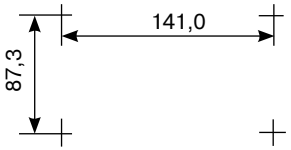

Рис. 3.5
- рис. 3.5 для БЦ-А исп. 3 и БЦ-А исп. 4;